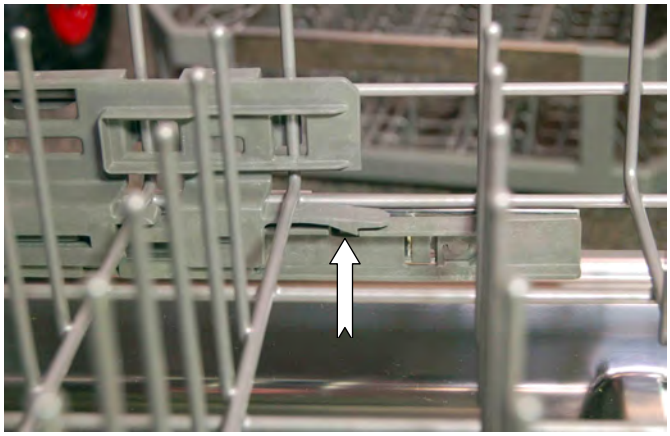

Figure 3
2. On one side, gently lift up on the Rear Carriage Support locking clip until it disengages the track assembly, (see Figure 3).